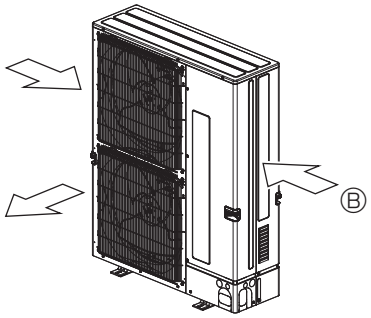

Fig. 2-6
③ Se possibile, posizionare l'unità in modo che la bocca di uscita soffi perpendicolarmente alla direzione del vento stagionale. (Fig. 2-6)